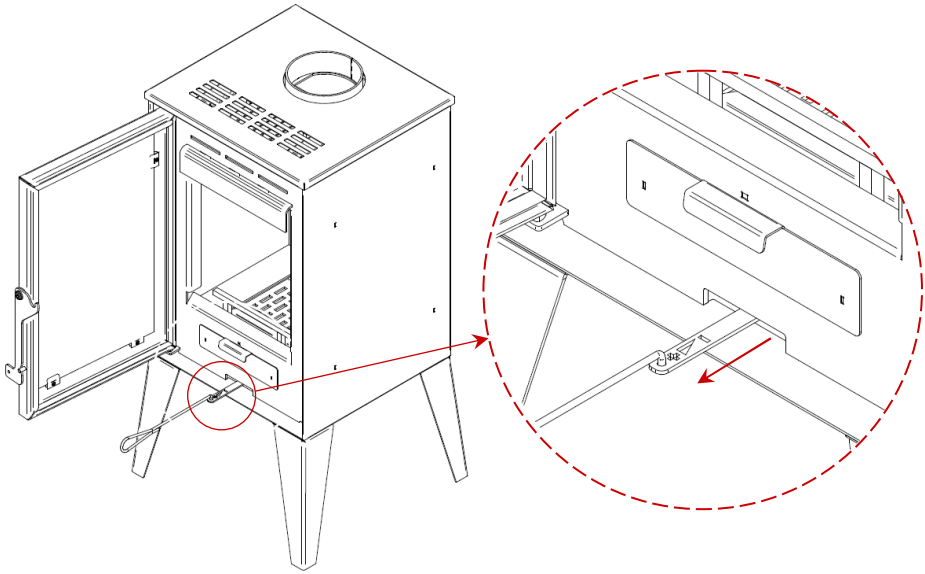

Figura 11 - Regulador de aire en posición abierta de aire primario
En la Figura 11, se indica el regulador de aire de combustión. Este controla la cantidad de aire que ingresa a la estufa, controlando así la quema del combustible.
- El aire primario debe estar abierto durante el arranque, hasta que la leña está bien iluminada, es decir, el regulador esté completamente en posición (+), Figura 11.